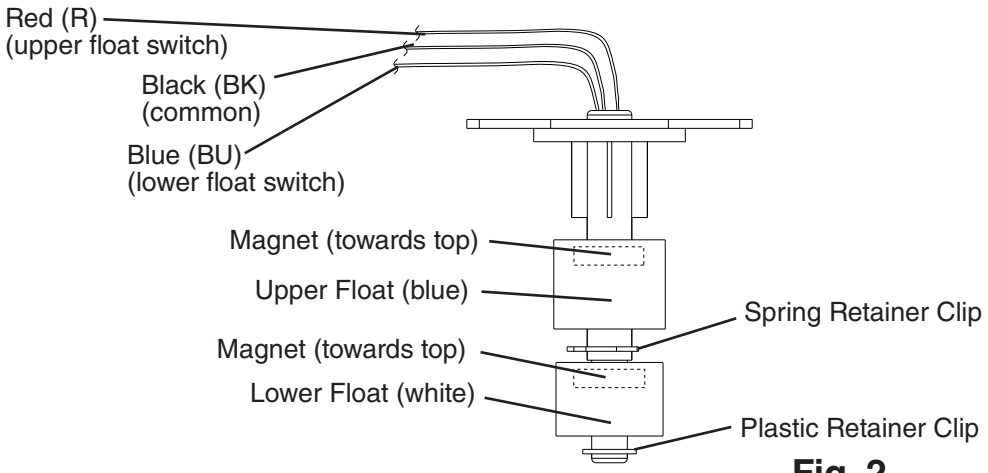

Fig. 2
5) While not necessary, the floats can be removed from the shaft during cleaning. If you remove them, note that the blue float is on top (UFS) and the white float is on bottom (LFS). See Fig. 2. The floats must be installed with the magnets inside them towards the top of the switch. Installing the floats upside down will affect the timing of FS operation.